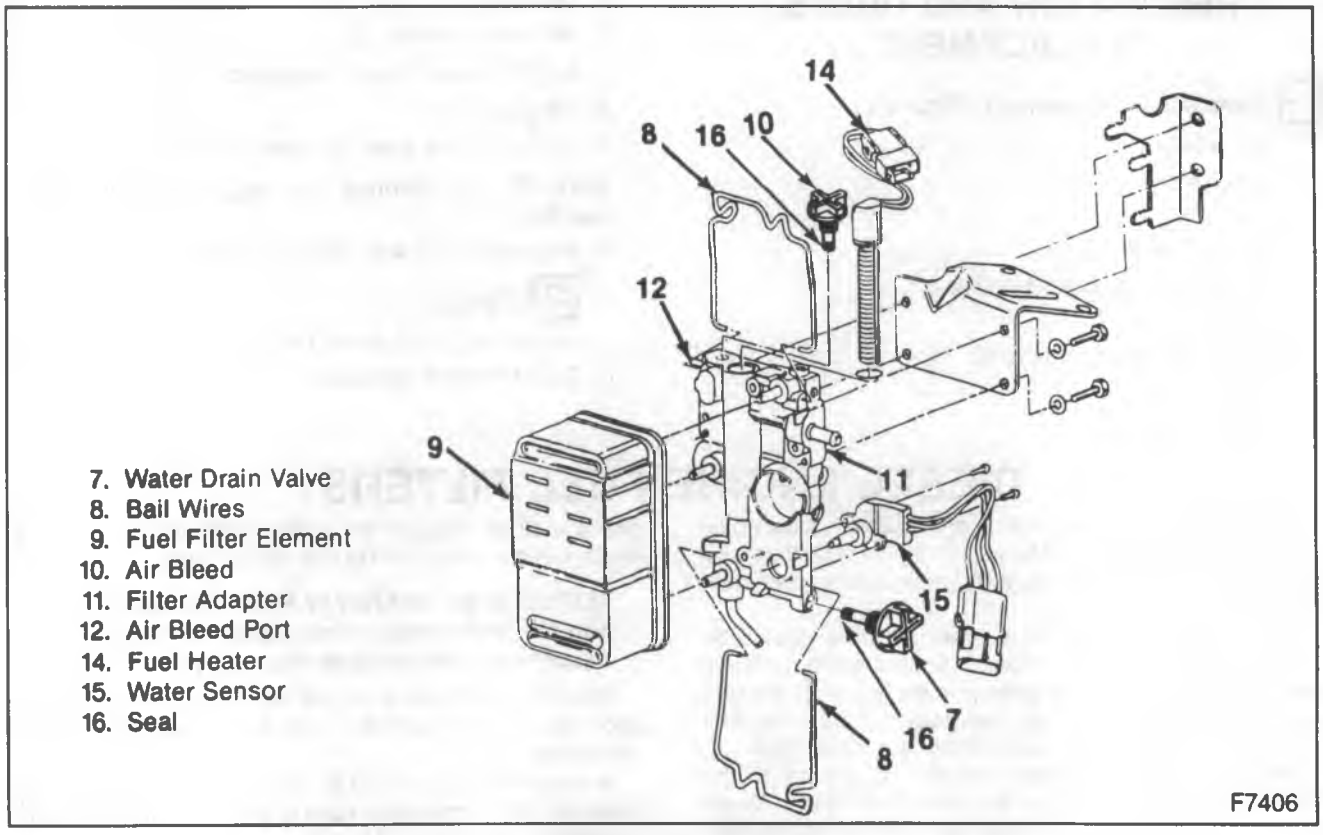

Figure 2—Diesel Fuel Filter
The diesel engine fuel filter is an inline type filter which combines several different functions. It acts as a filter, water separator, water detector, water drain, and a fuel heater (figures 2 and 3).
4. Open the drain valve (7) two to three turns (figure 2).
6. Stop the engine and close the drain valve (7).
Remove or Disconnect (Figure 2)
Install or Connect (Figures 2 and 3)
Install or Connect (Figure 2)